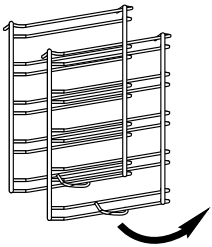

Рис. 2
3. Поверните решетку внутрь примерно на 45° (рис. 2).